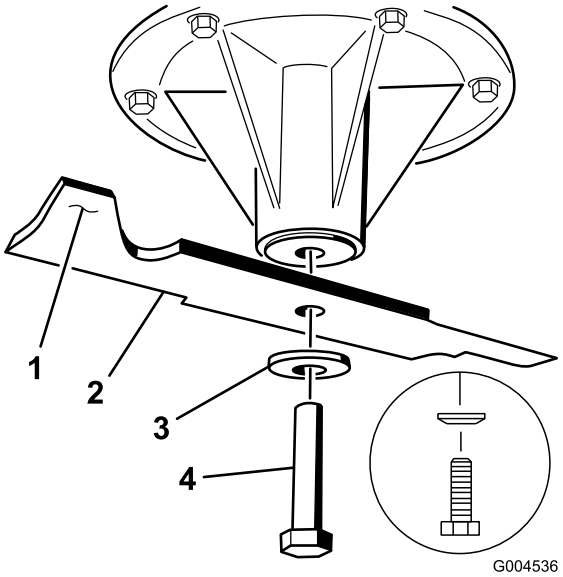

Figur 94
1. Montera kniven på spindelaxeln (Figur 94).
2. Montera fjäderbrickan och knivskruven. Fjäderskivans kon måste monteras mot skruvens huvud (Figur 94). Dra åt knivbulten till ett moment på 115–150 Nm.